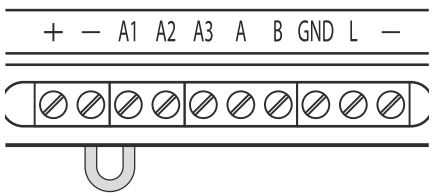

Fig. 36
2. Short out the auxiliary terminal **A1** to the **-** terminal with a piece of link wire, see **Fig.36**.